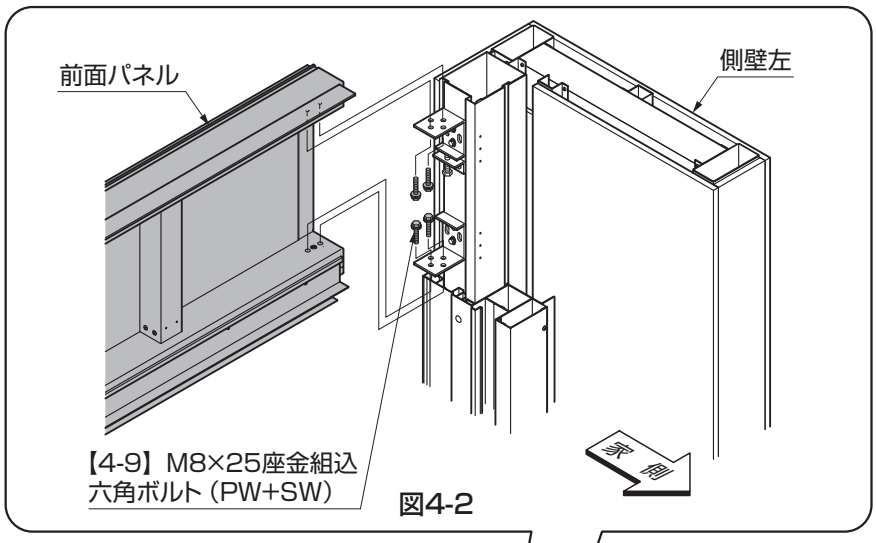

図4-2
②前面パネルを左右の側壁に【4-9】で仮固定してください。（図4-2参照）
●ボックスレンチだけでは締込めないところがあります。メガネレンチ等を併用して締込んでください。（図4-2参照）